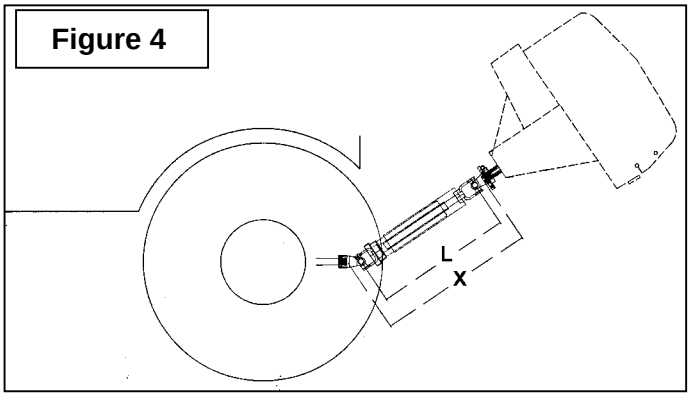

Figure 4
1. Pour déterminer la longueur **"L"** de votre modèle de tracteur, il faut d'abord trouver le facteur **"X"** en mesurant la distance horizontale entre le bout de l'arbre de commande du tracteur et le bout de l'arbre entraîné lorsque la souffleuse est en position de transport tel qu'illustré à la Figure 4.